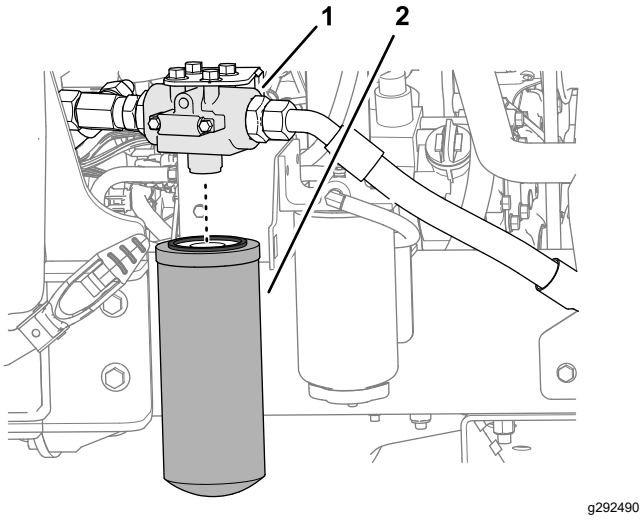

Figuur 71
3. Reinig aan de linkerkant van de machine de omgeving rond de filterkop en plaats een opvangbak onder het filter (Figuur 71).
4. Verwijder het retourfilter (Figuur 71).
montageoppervlak raakt. Draai het dan nog een extra halve slag vast (Figuur 71).